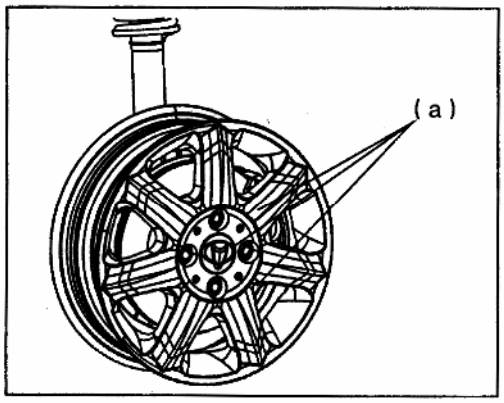

Рис. 569
4) Установите колеса и затяните гайки требуемым моментом (Рис. 569).